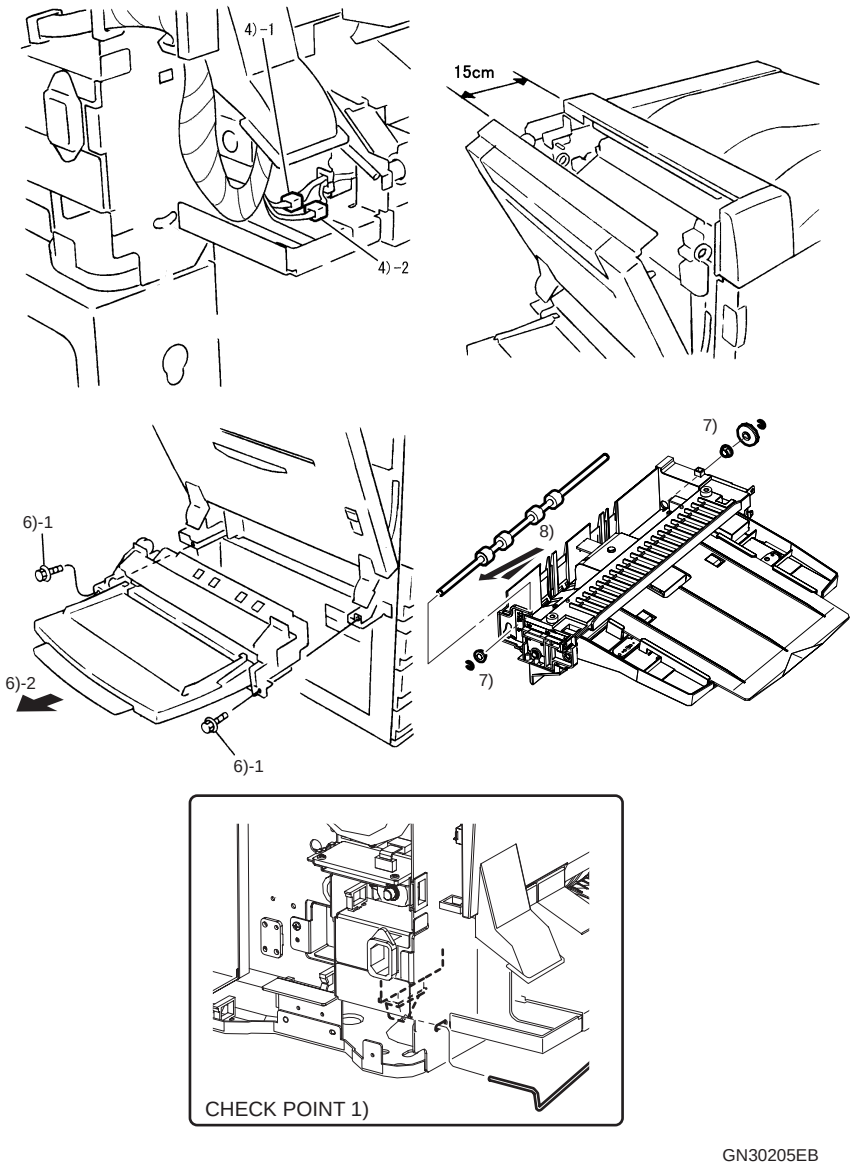

Figure 4-14. Removing the MSI and ROLL ASSY TURN
5. Open the LH ASSY about 15cm as shown in Figure 4-14.
8. BY avoiding the FRAME ASSY MSI as shown by the arrow in Figure 4-14, remove the ROLL ASSY TURN.